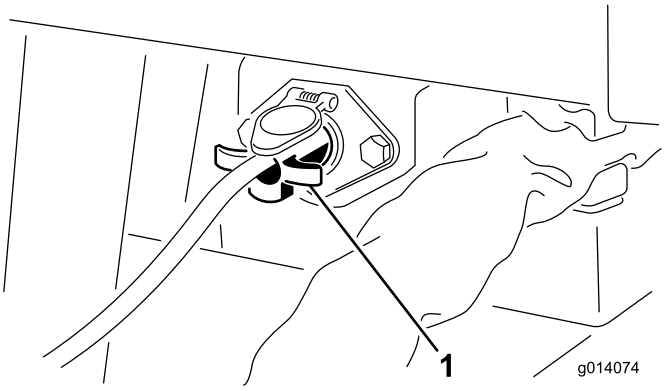

**Figur 9**
4. På SH-modeller plugges på/av-pendelbryteren (enden med fire kontakter) i kontakten foran til venstre (Figur 9).